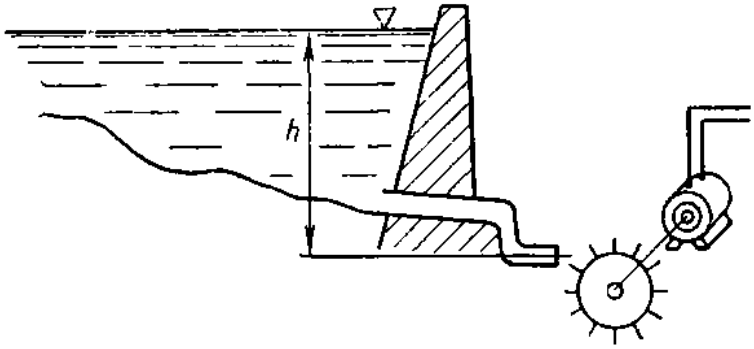

Рисунок 1 – Схема к задаче №4.
4. Плотина имеет перепад уровней воды h = 4 м. Каждую секунду через трубопровод на турбину попадает 51 л воды. Какая механическая мощность превращается в генераторе в электрическую, если не учитывать потерь (рис. 1)?